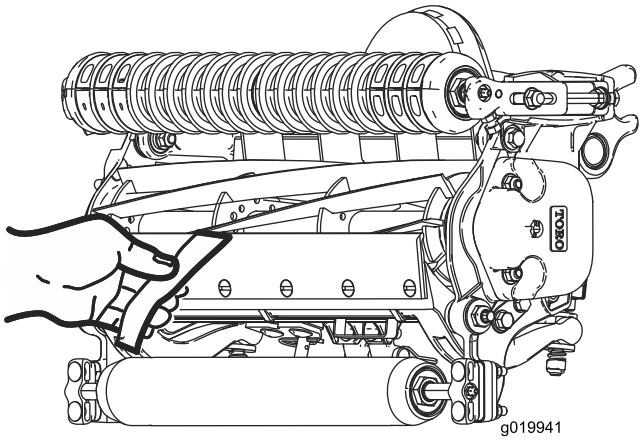

**Figuur 10**
10. Test de maaiprestaties door een lange strook maaitestpapier (Toro onderdeelnummer 125-5610) tussen de snijplaat en de messenkooi te steken, loodrecht op de snijplaat (Figuur 10). Draai de messenkooi **traag** naar voren. Het papier moet gesneden worden.